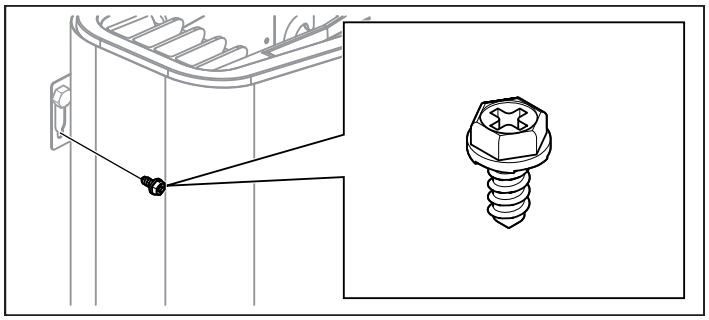

Afbeelding 10: Borgschroef voor beugel
8. Zet de kachel vast met de borgschroef (zie afbeelding 10).